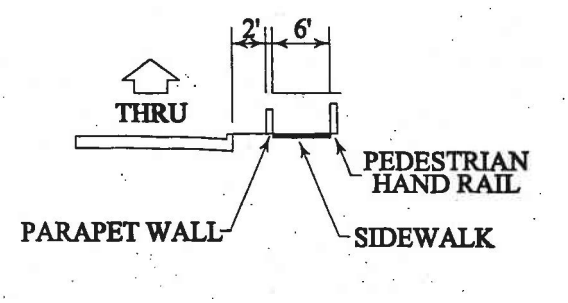

FIGURE 11.13: Bridge Parapet Wall and Pedestrian Rail
G. Sidewalks on Bridges - All street bridges on major thoroughfares and major collectors shall have a sidewalk constructed on each side of the bridge. Pedestrian access/routing shall be provided on all bridges on all streets. The sidewalk shall be a minimum of six feet (6') wide with a parapet wall or traffic rail provided a minimum of two feet (2') behind the back of curb of the bridge. A standard pedestrian bridge rail protecting the sidewalk shall be provided on the outside edge of the bridge. See Figure 11.13.
Figure 11.13 provided on the outside edge of the culvert unless the drop off is greater than 10 feet from the outside edge of the sidewalk.